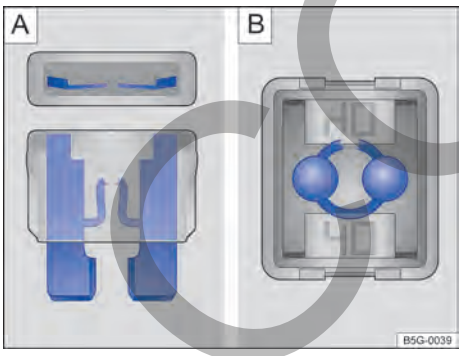

Fig. 174 Fusible quemado: A fusible plano, B fusible de bloqueo.
– Un *fusible plano (ATO®, MINI®)* quemado es reconocido desde arriba o desde el costado por la carcasa transparente en las bandas metálicas derretidas → fig. 174 A.
– Un *fusible de bloqueo (JCASE®)* quemado es reconocido por las bandas metálicas derretidas desde arriba de la carcasa transparente → fig. 174 B.